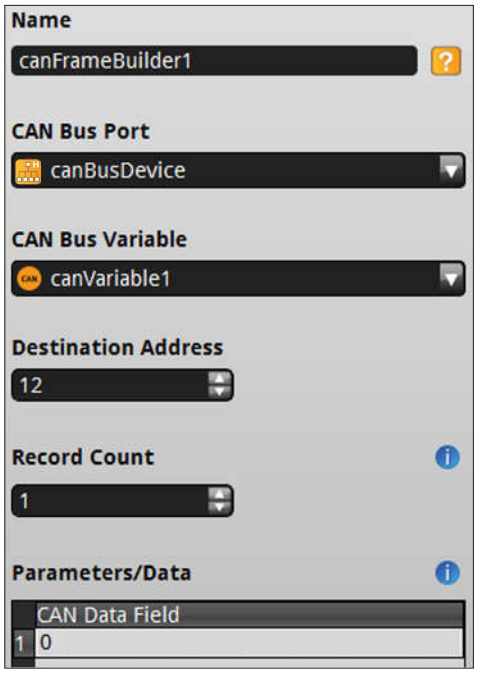

Figure 33. Values for camFrameBuilder1.
4. Add a new “canFrameBuilder1”. Link this to “canVariable1”. Set the Destination Address to 12. The CAN Data field should be 0 as this is the PGN to be requested. (see Figure 33).